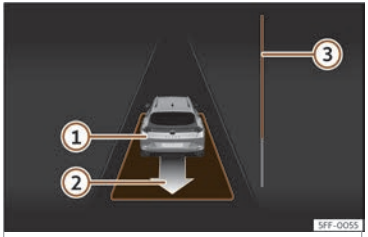

Fig. 184 A la pantalla del quadre d'instruments:sortir de l'aparcament d'un forat en línia.
- Retrocediu fins que soni el senyal continu del ParkPilot; **O BÉ:** feu marxa enrere fins que a la pantalla del quadre d'instruments aparegui la indicació de fer marxa endavant. La barra de progrés››› **fig. 184** ③ indica la distància que cal recórrer››› **pàg. 295** .